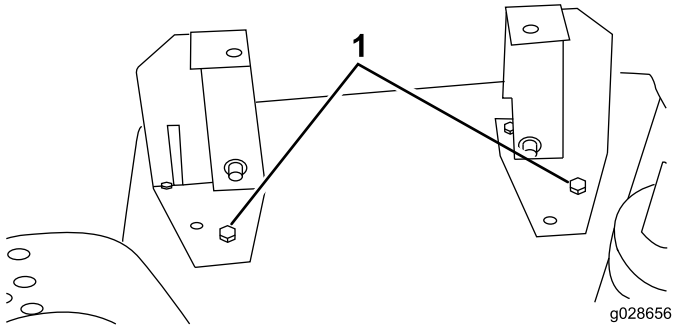

Figur 12
4. Bruk hver brakett som mal, og marker plasseringen av det tredje monteringshullet (bakerst til venstre)(Figur 12).
7. Bor et hull med diameter på 9,5 mm for hver brakett, og fest med en hodeskrue (5/16–18 x 3/4 tomme) og låsemutter (Figur 12).